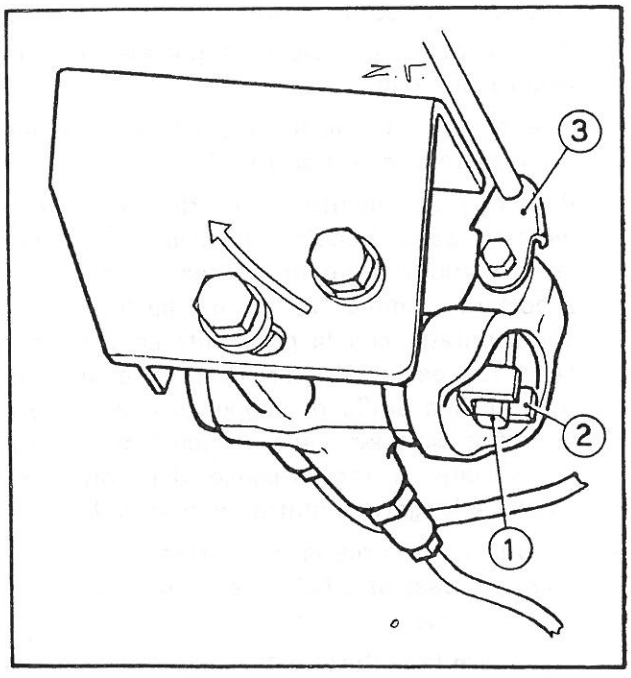

**Fig. 09 2/6 - Correttore di frenata**
— Ruotare il correttore nel senso indicato dalla freccia di fig. 09 2/6, ruotare quindi in senso contrario fino a portare la molla (1) a leggero contatto con la forcella (2) del correttore.